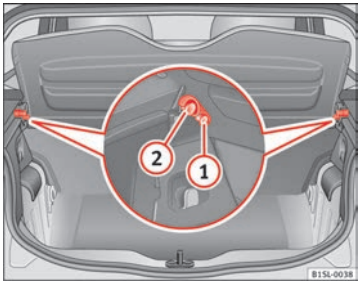

Fig. 68 Dans le coffre à bagages : Dépose et repose de la plage arrière.
Soulevez la plage arrière et appuyez dessus au niveau des verrouillages latéraux ⇒ fig. 68 (1). Vérifiez qu'elle est correctement encastrée. Pour abaisser la plage arrière, appuyez dessus jusqu'à ce qu'elle sorte des verrouillages.